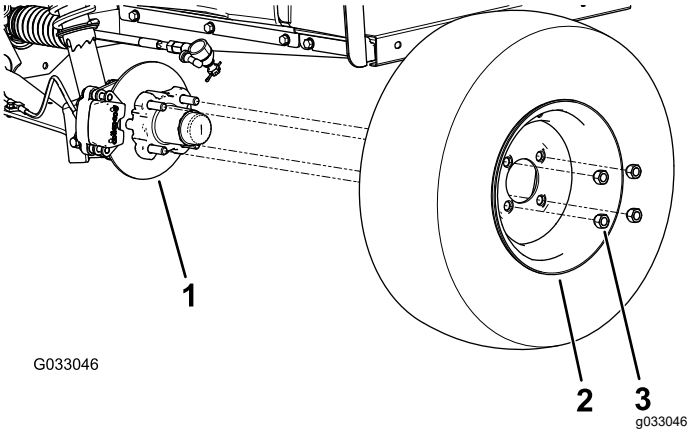

**Figur 31**
2. Fjern de 4 låsemøtrikker, der fastgør hjulet på navet (Figur 31).
4. Ret hullerne i hjulet ind efter hjultapperne i navet, og monter hjulet på navet med ventilspindlen siddende udvendigt (Figur 31).
5. Fastgør hjulet til navet ved hjælp af låsemøtrikkerne (Figur 31).